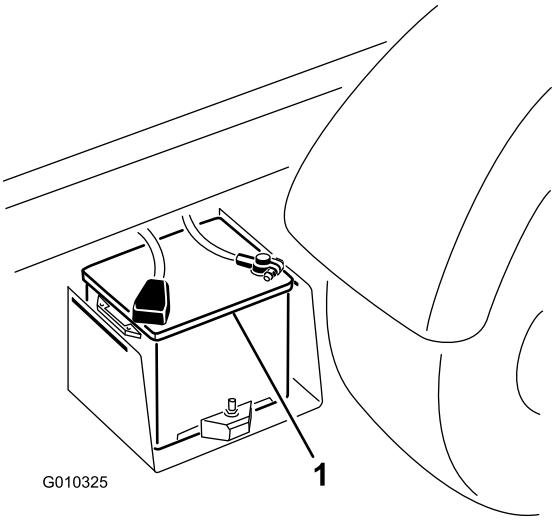

**Figur 50**
2. Anslut en startkabel mellan de två batteriernas pluspoler (Figur 50). Pluspolen identifieras genom ett plustecken ”+” på batterikåpan.